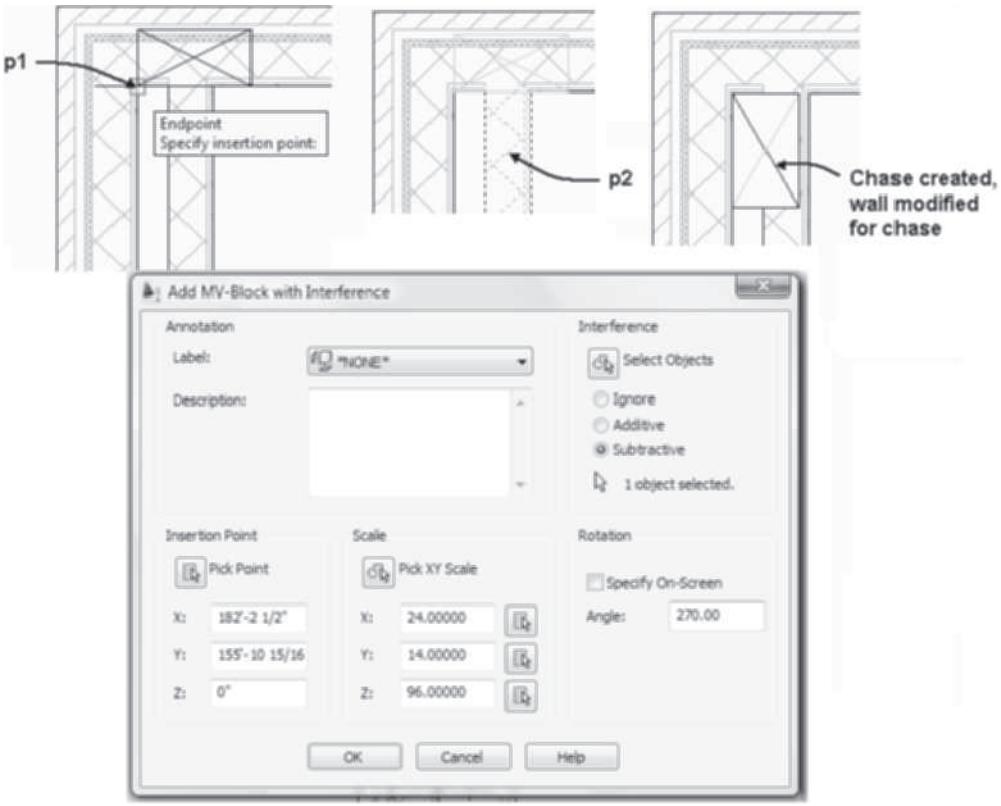

FIGURE 11.31 *Add MV-Block with Interference dialog box*
When you drag the i-drop for a chase symbol from the **Content Browser**, you are prompted to specify the insertion point and the **Add MV-Block with Interference** dialog box opens. The interference of the chase with walls, spaces, slabs, and roof slabs can be specified as additive, subtractive, and ignore. The ignore interference condition is active only for walls. The size and description of the chase is specified in the **Add MV-Block with Interference** dialog box as shown in Figure 11.31. The size is specified by editing the scale values of the unit block in the **Add MV-Block with Interference** dialog box.
Interference Select Objects—The Select Objects button of the Interference section returns you to the drawing area, allowing you to select AEC objects that may interfere with the chase. **Ignore Additive** and **Subtract** Boolean operations can be applied to the interference between the chase and the selected AEC objects. The chase inserted as shown in Figure 11.31 is applied to subtract from the wall and the shrinkwrap is excluded. The **Ignore** option breaks the wall and the shrinkwrap is applied without regard to the chase, whereas the **Additive** option breaks the wall and includes the shrinkwrap with the chase.
1. Drag the i-drop for **Chase (6)** from the **Content Browser**.
2. Select an insertion point at **p1** as shown in Figure 11.31.
3. The **Add MV-Block with Interference** dialog box opens; click the **Select Objects** button and select the wall at **p2** as shown in Figure 11.31. Press ENTER to end the selection.
4. Edit the **Add MV-Block with Interference** dialog box: specify Rotation = 270 and Y Scale value = 1'-2". Specify Subtractive interference as shown in Figure 11.31.
5. Click **OK** to close the dialog box; the chase is created as shown in Figure 11.31.